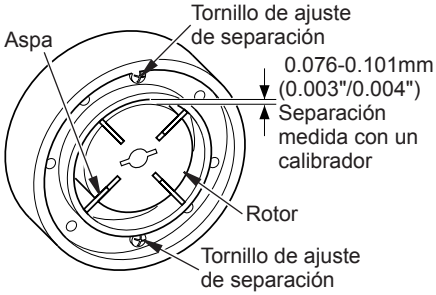

Figura 32 - Ubicación de los tornillos de ajuste de separación
8. Verifique la separación del rotor. De ser necesario, ajuste el espacio en 0.076/0.101 mm (0.003"/0.004") (consulte la figura 32, página 21).